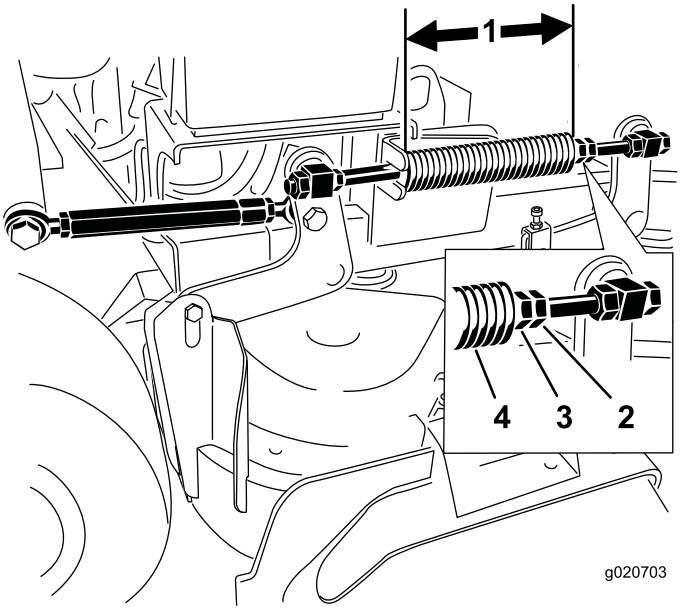

Figur 88
Bemærk: Den nominelle længde er 28,2 cm for 91 cm plæneklipperskjolde og 25,7 cm for 102 cm plæneklipperskjolde (Figur 88).
3. Juster denne afstand ved at løsne fjederkontramøtrikken og dreje møtrikken foran hver fjeder (Figur 88).
4. Lås møtrikken på plads ved at spænde fjederkontramøtrikken (Figur 88).